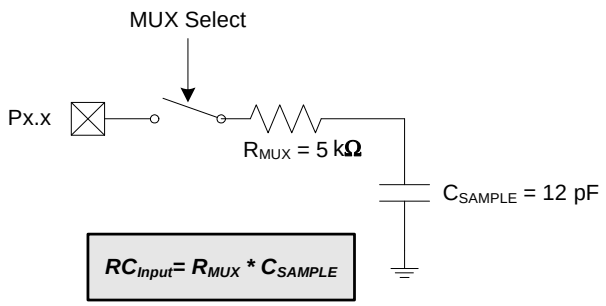

**Figure 5.6. ADC0 Equivalent Input Circuits**
Figure 5.6 shows the equivalent ADC0 input circuit. The required ADC0 settling time for a given settling accuracy (SA) may be approximated by Equation 5.1. When measuring $V_{DD}$ with respect to GND, $R_{TOTAL}$ reduces to $R_{MUX}$. See Table 5.3 and Table 5.4 for ADC0 minimum settling time requirements.